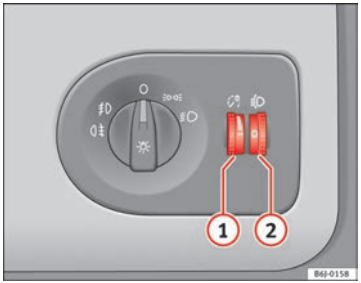

Fig. 56 Dash panel: regulation for instrument and switch illumination and headlight range control
When the headlights are switched on, the brightness of the instruments and switch lighting can be regulated to suit your requirements by turning the thumb wheel ⇒ fig. 56 (1).